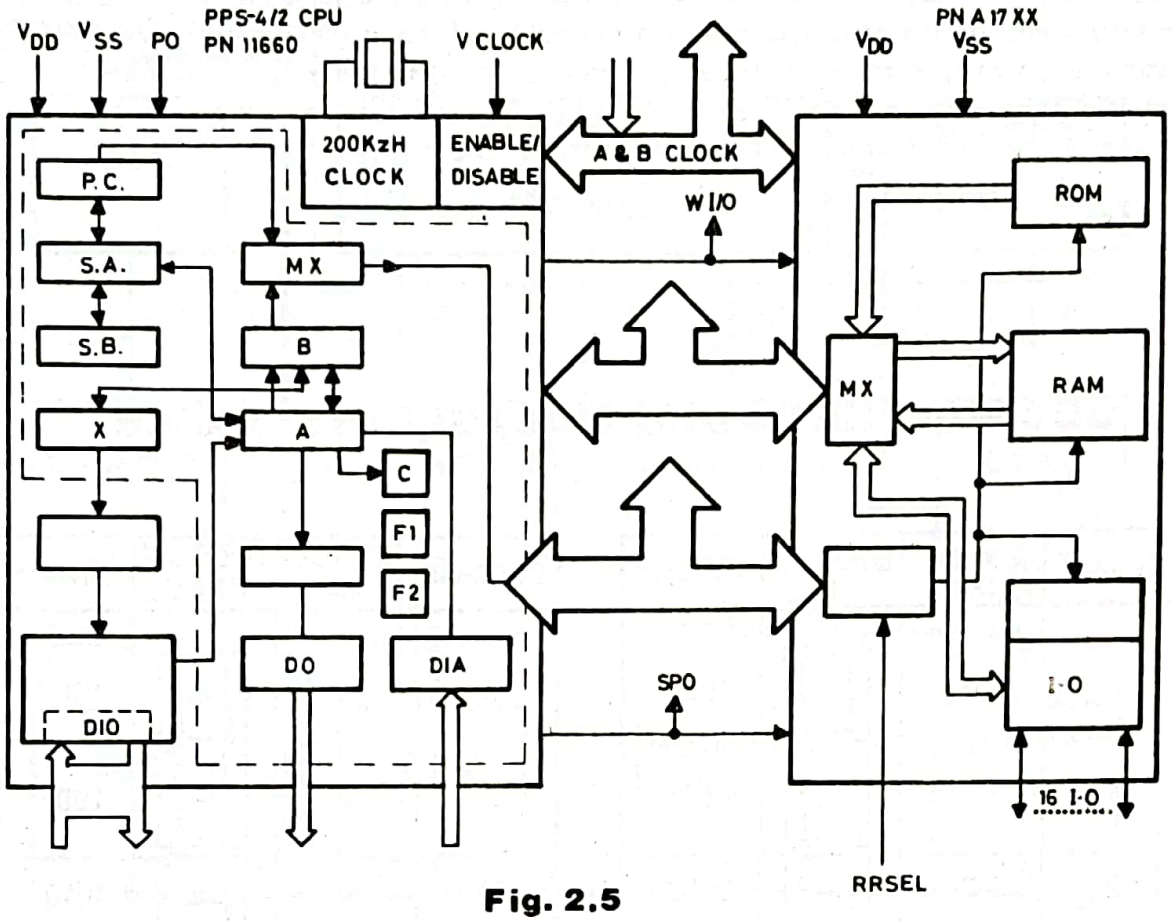

Fig. 2.5
In Fig. 2.5 we can see a simple but real system the layout of which requires only two (2) chips.